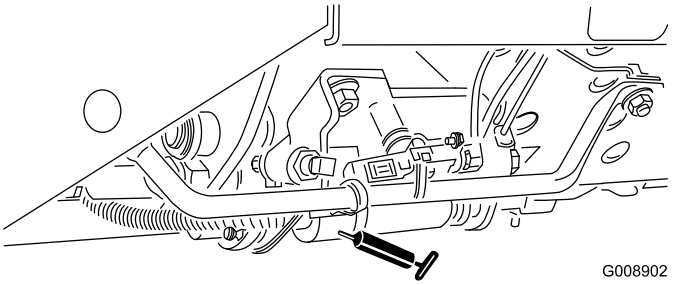

**Figur 37**
- Skjutreglage för klippning/transport (Figur 37)